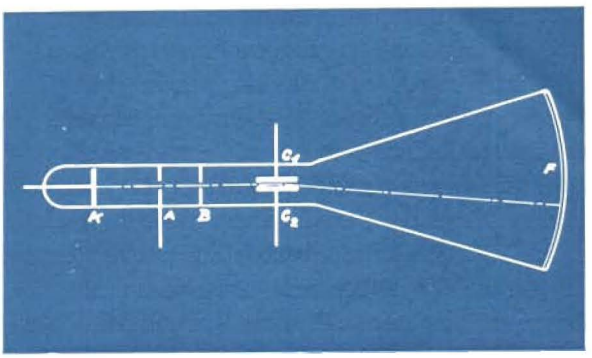

*Fig. 1. Schematisk bild av katodstrålrörct. K — katod, A — anod, B — bländare, $C_1$ och $C_2$ — styrelektroder, F — fluorescerande beläggning.*
Som man vet består katodstråleoscillografen av ett glasrör (fig. 1) med en utvidgning i ena ändan, där glasväggen invändigt är belagd med ett ämne (F), som lyser då det träffas av elektroner. I röret finns dessutom katoden (K) och anoden (A), en bländaranordning (B) och slutligen styrelektroderna ($C_1$ och $C_2$). Katoden kan vara vanlig plåtelektrod eller en glödelektrod. Röret kan vara evakuerat eller delvis gasfyllt. Kopplas anoden och katoden till en strömkälla med lämplig spänning, så utgår det elektroner från K mot A. En del av dessa elektroner fortsätta emellertid genom hålet i anoden och röra sig vidare med jämn hastighet och utefter en rätlinjig bana genom skärmen B samt in mellan de båda styrelektroderna. Ha dessa båda spänningen noll eller blott samma spänning, påverkas elektronerna under sin vandring förbi plåtarna inte av dessa — eller attraheras lika mycket av dem båda — och fortsätta därför oförändrat. Annorlunda ställer sig saken, om styrelektroderna ha olika polaritet. Om t. ex. den översta är negativ och den nedersta positiv, så attraheras elektronerna under passagen mellan dem av den nedersta och repelleras av den översta. De böjas sålunda nedåt.
När elektronerna nått utanför plåtarnas fält röra de sig fortfarande med jämn hastighet och i rät linje, som den streckade linjen på fig. 1 visar. Såväl anodens som skärmens hål ha till resultat att elektronerna bilda en smal stråle, vilken på det ställe där den träffar beläggningen F alstrar en liten lysande punkt. Om styrspänningarna förändras, så ändras